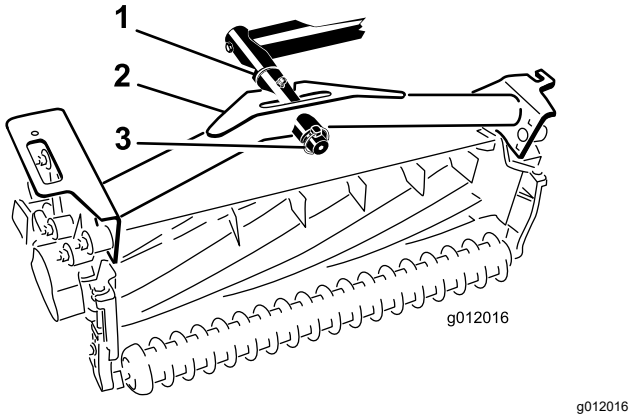

Figur 21
2. Skjut på klippenhetens bärram på svängtappen och fäst den med en hjulsprint (Figur 21).